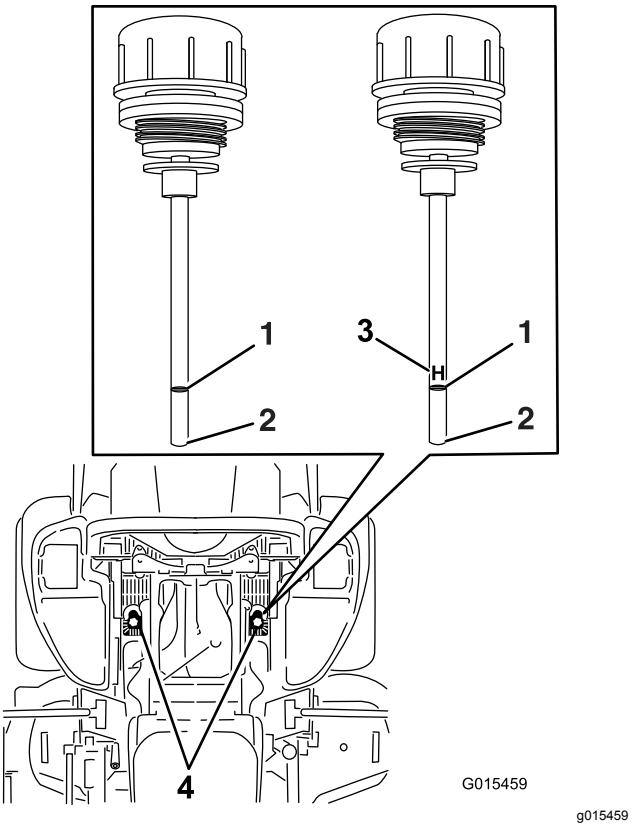

Figuur 103
5. Maak de omgeving van de peilstokken van de hydraulische reservoirs schoon (Figuur 103).
6. Verwijder 1 peilstok uit het hydraulische reservoir (Figuur 103).
8. Neem de peilstok eruit en bekijk het uiteinde (Figuur 103).